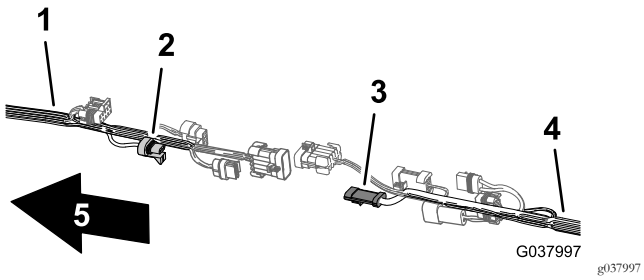

Figuur 107
3. Sluit de connector met 3 contacten van de voorste kabelboom voor de vloeistofstroommeter aan op de stekker met 3 pinnen van de achterste kabelboom voor de vloeistofstroommeter (Figuur 107).